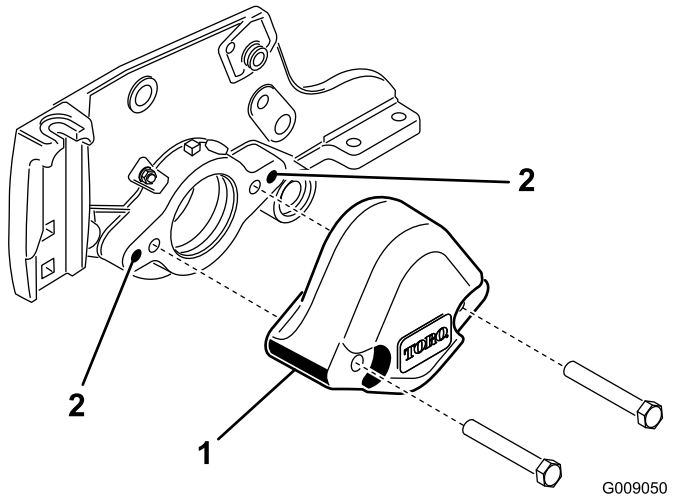

Figur 5
3. Fjern de to boltene som fester motvekten på venstre side av klippeenheten. Fjern motvekten (Figur 5).
4. Bruk en 3/8-16-tapp til å fjerne malingen i de ytre monteringshullene på sideplaten (Figur 5).